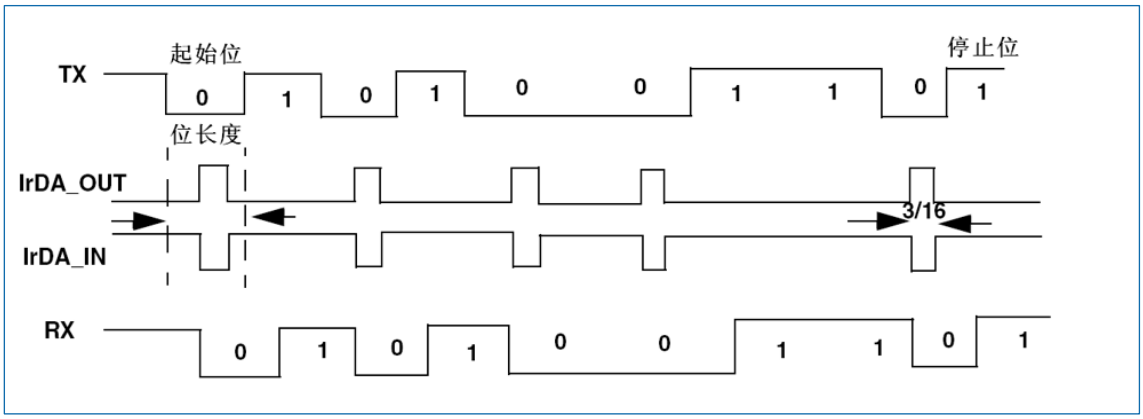

图 26-18 IrDA 数据调制（3/16）普通模式
- SIR 发送逻辑把’0’作为高脉冲发送，把’1’作为低电平发送。脉冲的宽度规定为正常模式时位周期的 3/16（详见图 26-18）。